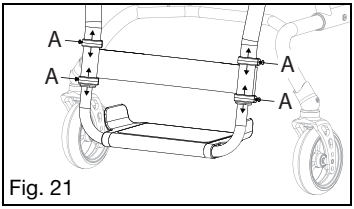

Fig. 21
1. Afloje los cuatro tornillos (Fig. 21:A) en el soporte de la pantorrillera con un destornillador de estrella.
2. Mueva el soporte de la pantorrillera hacia arriba o hacia abajo a la altura deseada y asegure la pantorrillera en su lugar apretando de nuevo los cuatro tornillos (Fig. 21:A) con un destornillador de estrella.